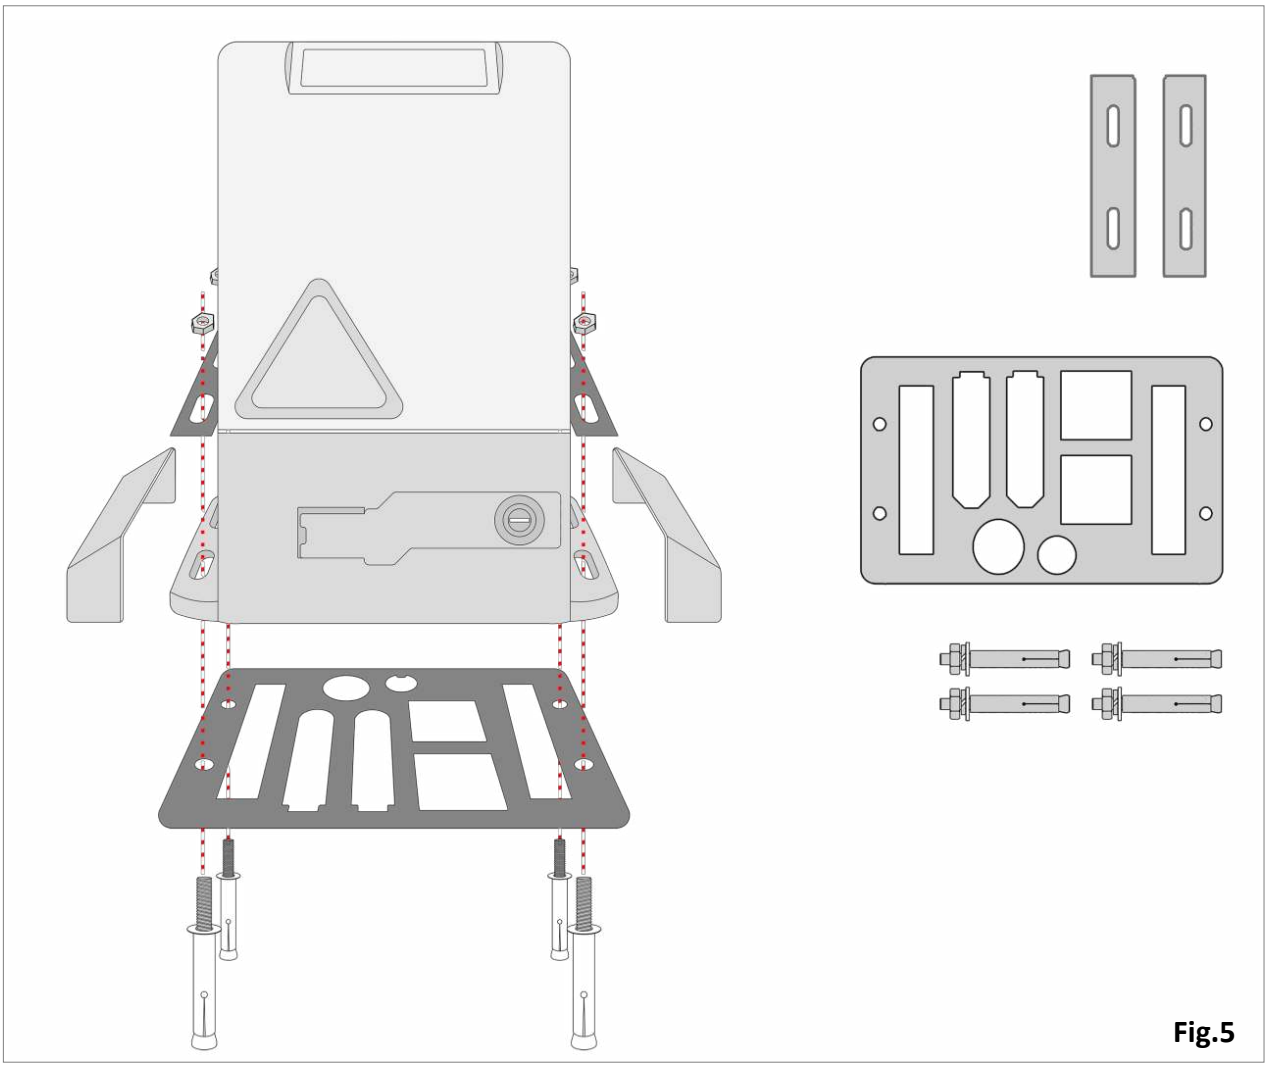

Fig.5
2. Instalación del Motor Principal (Fig.5)
b. **Coloque la base metálica:** Coloque la base metálica⑦ sobre el suelo en la ubicación deseada, asegurándose de que los 4 agujeros de la base estén alineados con los puntos de fijación correspondientes.
d. **Instale los pernos:** Retire las tuercas de los pernos⑥ e instale los pernos de manera segura en los agujeros marcados en el suelo. Asegúrese de que los pernos estén firmemente sujetos y que sobresalgan lo suficiente para permitir la fijación de la base del abridor.
f. **Fije las placas metálicas:** Coloque las placas metálicas⑤ en ambos lados del abridor y apriete las tuercas para asegurar la base del abridor firmemente. Asegúrese de que las placas estén bien ajustadas y el abridor esté fijo en su lugar.